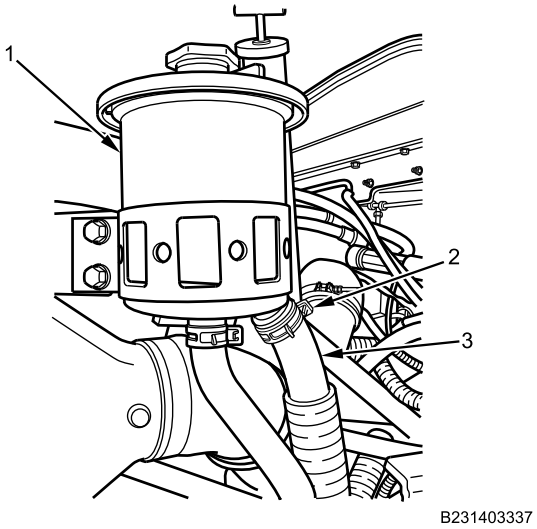

Figure 2. Power Steering Pump Reservoir.
3. Release spring clamp (Figure 2, Item 2) and remove inlet hose (Figure 2, Item 3) from power steering reservoir (Figure 2, Item 1).